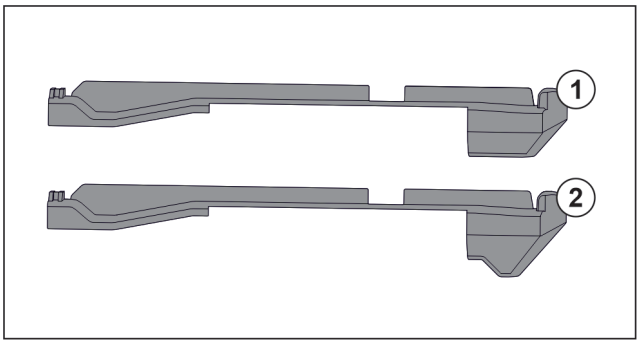

Fig. 149 Confronto degli elementi inseribili
Nell'apparecchiatura si trovano due diversi elementi inseribili. L'elemento inseribile sopra il cassetto più in basso *Fig. 149 (2)* presenta un bordo triangolare. Tutti gli altri elementi inseribili *Fig. 149 (1)* dispongono di un bordo diritto.
- ▶ Applicare l'elemento inseribile *Fig. 149 (2)* con il bordo triangolare sopra il cassetto più in basso.
- ▶ Applicare l'elemento inseribile *Fig. 149 (1)* con il bordo diritto su tutti gli altri punti.